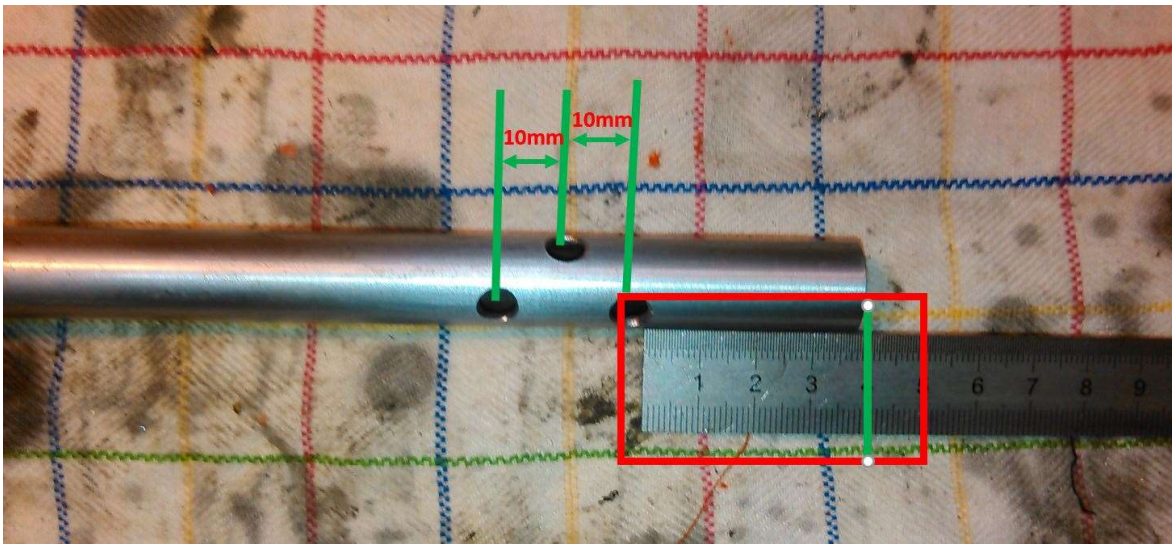

Bild 1: Modifizierte Dämpferstange
b. Jeweils gegenüberliegend und um 10 mm Lochmittenabstand nach oben. Insgesamt sind also sechs Löcher zu bohren. Siehe Bild 1.
c. Außerdem muss bei der Ceriani Gabel darauf geachtet werden dass diese Löcher weit genug vom Fuß der Kolbenstange entfernt sind, da das Gleitrohr über eine Kolbenstangenbuchse verfügt. Diese darf die Löcher natürlich nicht abdecken. Ich bin auf Nummer sicher gegangen und habe einen Abstand von 44 mm gewählt (40 mm vom Fuß bis zum Rand der untersten Bohrung.). Siehe Bild 1.